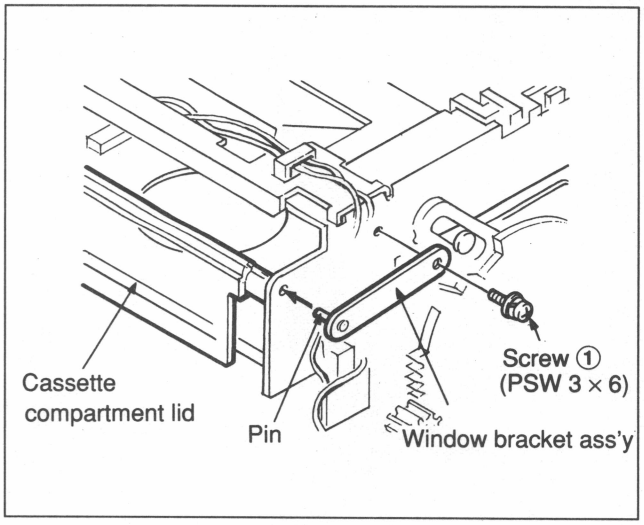

Fig. 7-8-9 Window Bracket Ass'y Installation
5. Window Bracket Ass'y Installation (Refer to Fig. 7-8-9.)